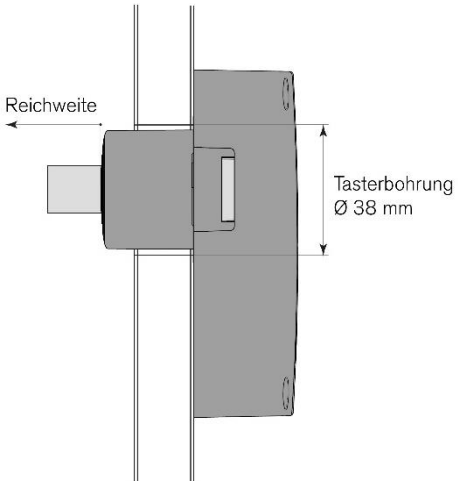

***Bild 3.7** – Durchmesser der Tasterbohrung für metallische Türen und Montage des GAT ECO.Lock 7200 Adapter*
- ► Montieren Sie den GAT ECO.Lock 7200 Adapter wie in Bild 3.7 gezeigt.